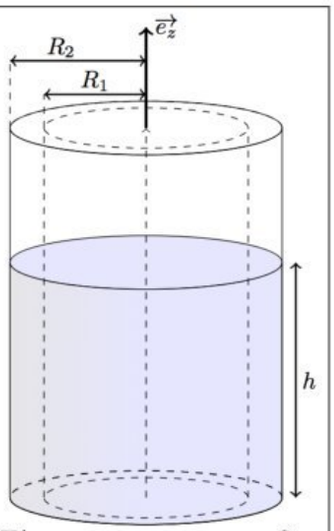

Figure 2 : Viscosimètre de couette
1.20. On place un liquide de viscosité η inconnue dans le viscosimètre de Couette dont les dimensions sont $R_1 = 45{,}0mm$, $R_2 = 45{,}4mm$, $h = 150{,}0mm$ (figure 2). Le cylindre extérieur tournant à la vitesse constante $\omega_2 = \omega = 102\ tours/\min$, le cylindre intérieur étant fixe, on mesure un couple $|\Gamma_a| = 142.10^{-3} N.m$. Calculer la viscosité η.